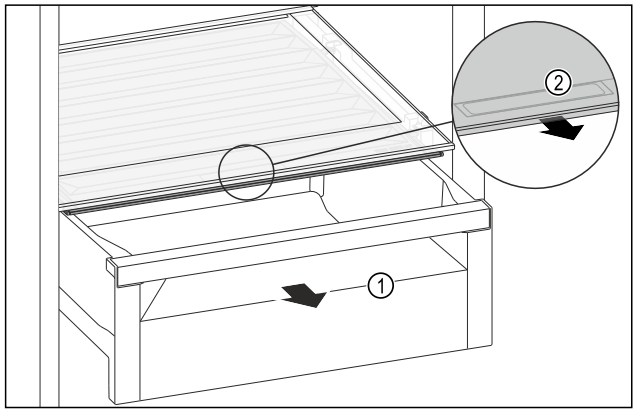

Fig. 164
- ▶ Витягніть висувний ящик *Fig. 164 (1)*.
- ▶ Візьміться за потайну ручку *Fig. 164 (2)* на кришці відділення й одночасно потягніть кришку відділення вперед.